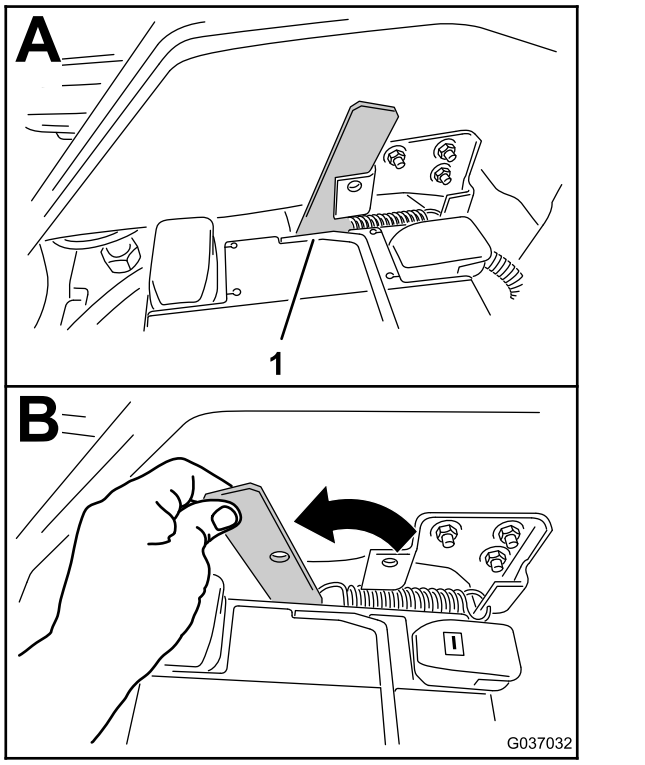

Figur 3
3. Flytt håndtaket fremover for å låse opp plattformen fra maskinens chassis (Figur 3).